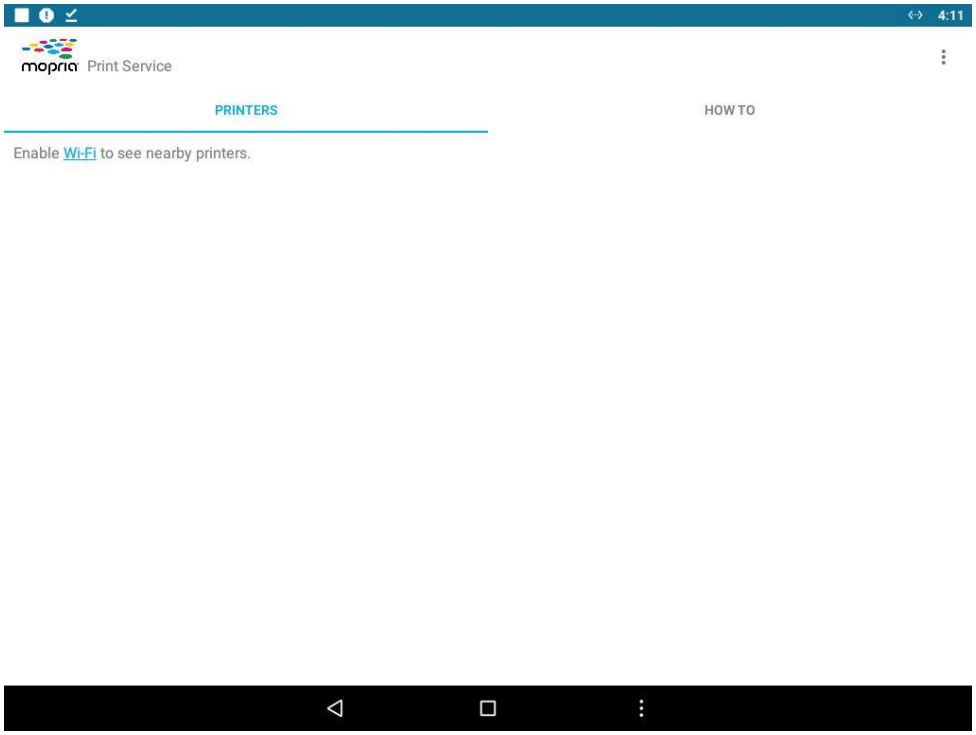
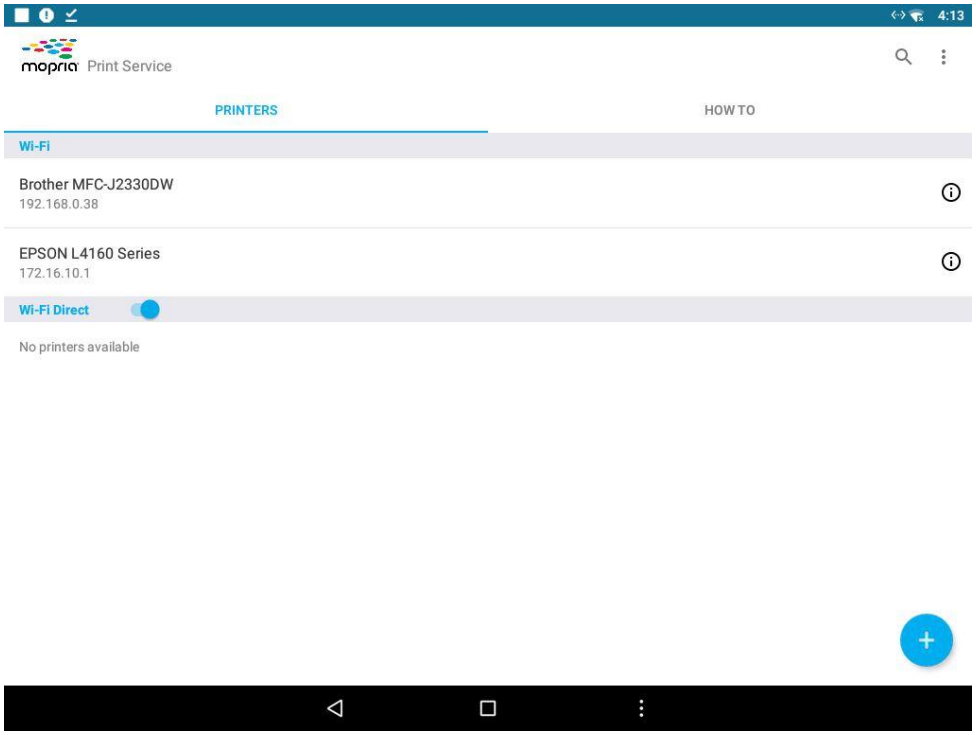

Figure 8
Figure 9
4、After entering the printing software interface, click "Enable Wi-Fi to see nearby printers" to connect the printer's Wi-Fi, as shown in Figure 8. The Wi-Fi connection is successful, as shown in Figure 9.